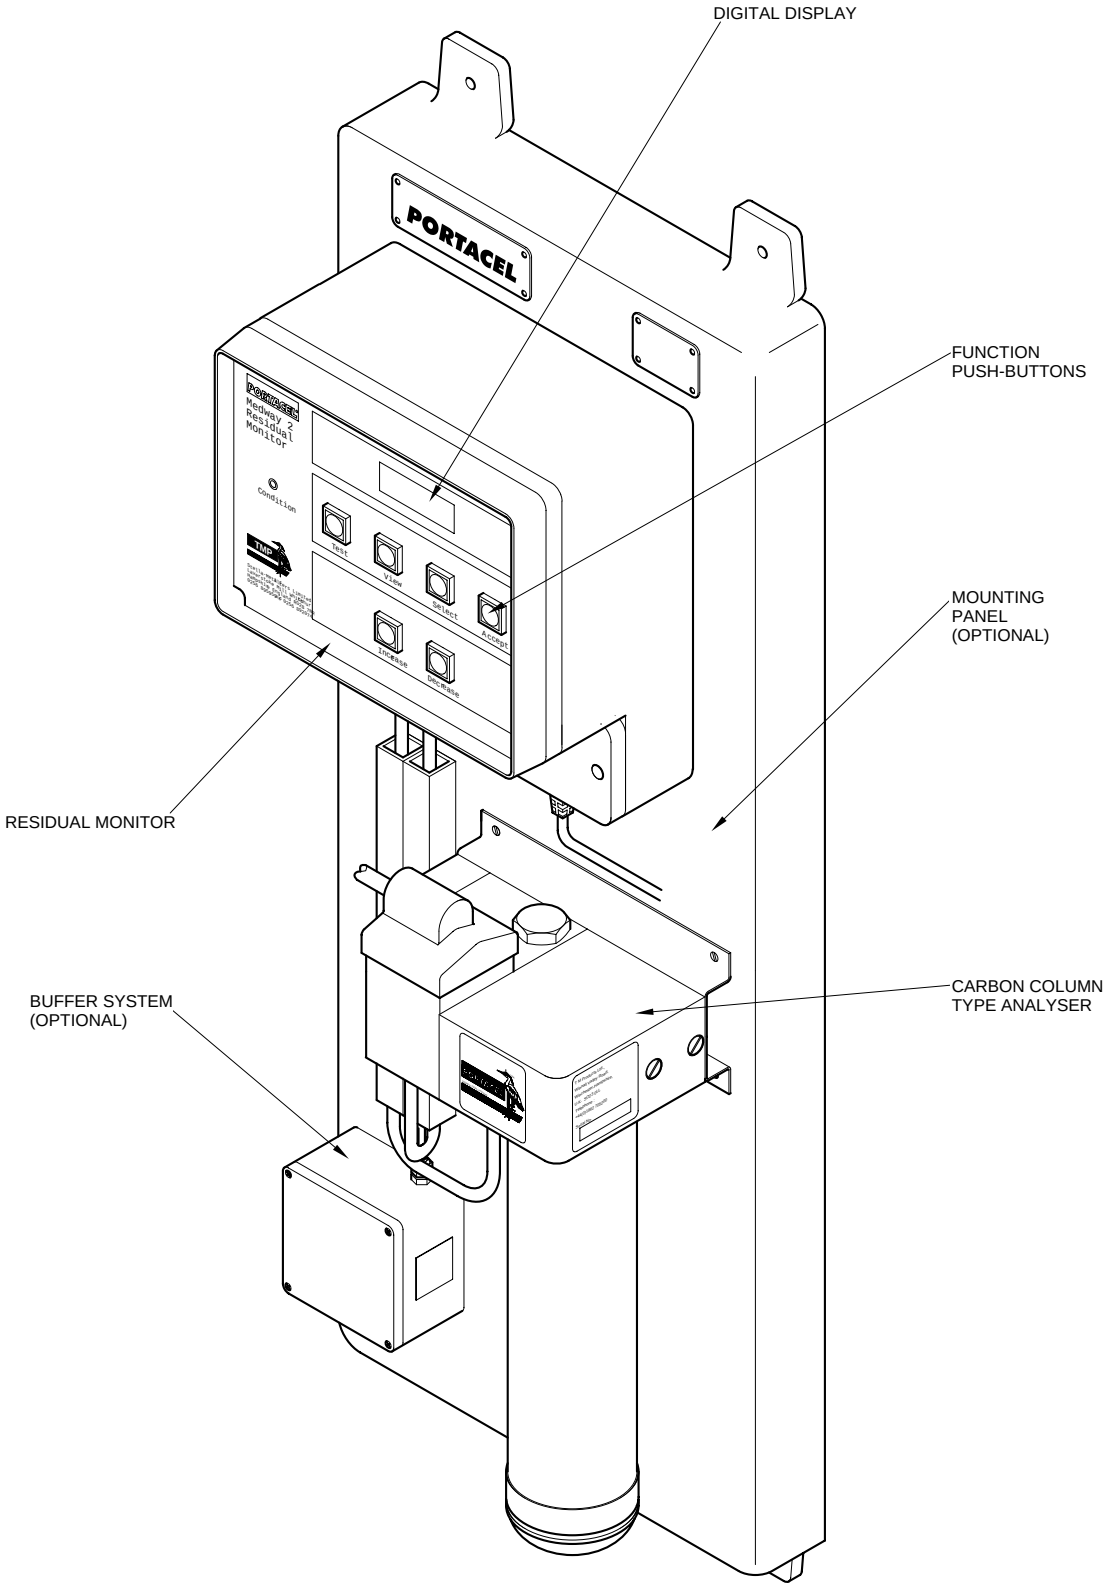

Fig. 1.1 Medway 2 Analyser - Carbon Column Type
3. PRINCIPLE OF OPERATION (Figs. 1.1 and 1.2)